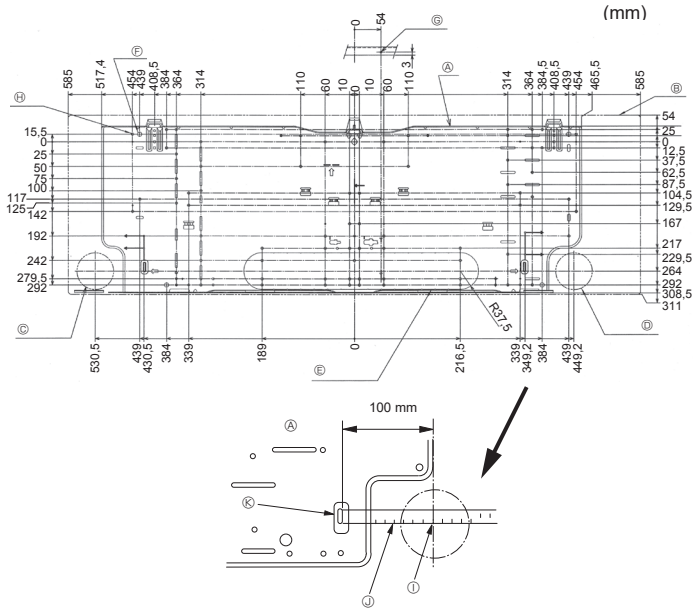

Fig. 3-2
①	Placa de montagem	1	Fixe na parte de trás da unidade
②	Parafuso roscado 4 × 25	7
③	Fita de feltro	2
④	Tubo de ligação em forma de L	1
⑤	Porca de carregamento	1
⑥ *	Controlo remoto sem fio	1
⑦ *	Suporte do controlo remoto	1
⑧ *	Baterias alcalinas (tamanho AAA)	2
⑨ *	Parafuso roscado 3,5 × 16	2
⑩	Separador	1	Utilize os materiais de embalagem
3.2. Instalação de uma placa de montagem na parede (Fig. 3-2)